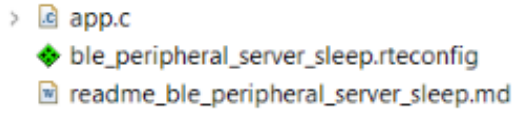

**Figure 9. Selecting the Project's .rteconfig File**
1. Double click **`<project_name>`**.*rteconfig*, as shown in the "Selecting the Project's .rteconfig File" figure (Figure 9).